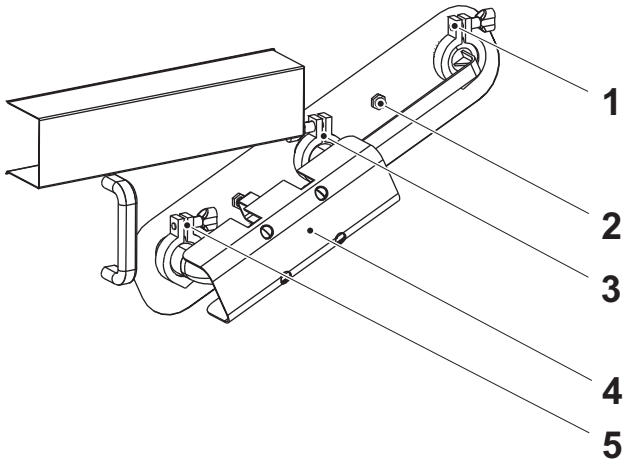

Fig 2 Production position
a) Connect the pipe (4) for production.
b) Remove the clamps (1), (3), and (5).
d) Turn the pipe as illustrated in Fig 2 Production position. Check that the gaskets are in place.